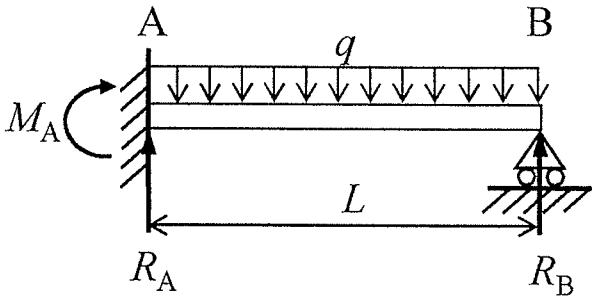

図１
問２　図１に示すように，一端Ａで固定支持，他端Ｂで単純支持されるはりが，全長にわたって単位長さ当り q の等分布荷重を受ける場合を考える。はりの長さは L，はりの断面は一辺 a の正方形である。固定端Ａ，単純支持端Ｂでの上向きの反力を R_A，R_B，固定端Ａでの反モーメントを M_A とするとき，以下の⑨～⑭に最も適した式，数字を答えよ。ただし，R_A, R_B および M_A は図１に示す向きを正とし，はりの自重により生じる応力や変形は無視する。